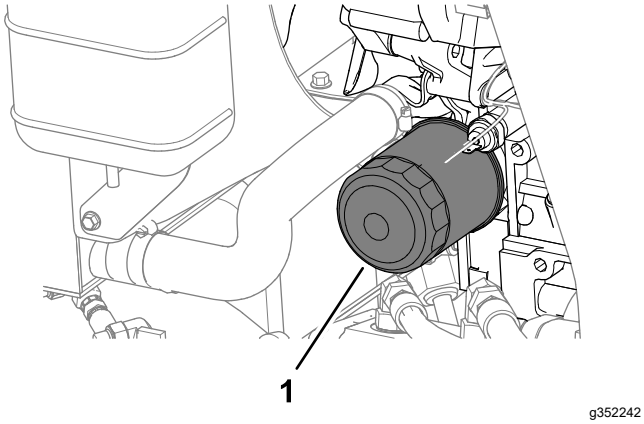

**Figur 75**
4. Avlägsna oljefiltret (Figur 75).